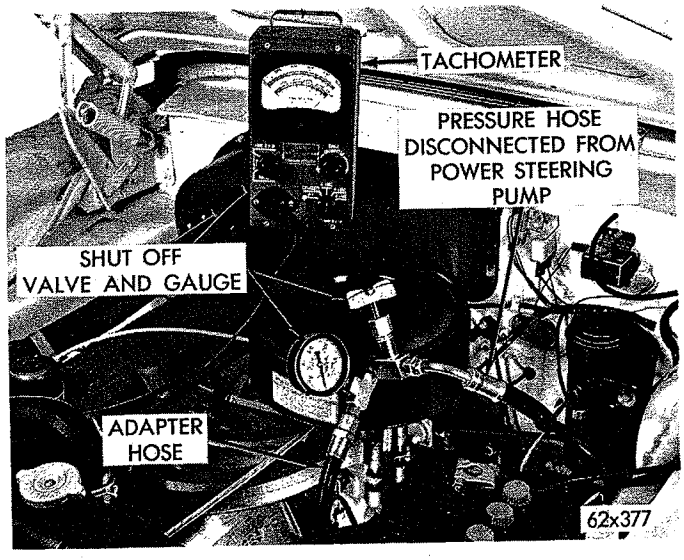

*Fig. 3—Pressure Test*
(1) Measure pump belt tension. See "Cooling System," Group 7.
(2) Disconnect pressure hose at pump and in its place install the adapter fitting and test hose C-3388. Connect pressure hose, from steering gear, to shut off valve of test hose (Fig. 3).
(3) Remove oil reservoir cap and place a thermometer, with a range of 200°F. in oil.
(4) Install a tachometer and operate engine 500 RPM. Inspect and correct pump fluid level if necessary.
(5) Expel all air from unit by turning steering wheel to full right turn and back to full left turn several times and recheck oil level.
(6) With engine running at 500 rpm and no steering effort applied, oil temperature at 150-170 degrees, pressure gauge should read less than 100 psi. If pressure is higher inspect hoses for kinking or obstructions and steering gear for restrictions.
(7) Increase engine speed to 1000 rpm and slowly close valve. With valve fully closed, pump pressure should be as listed under "Specifications."
(8) If pressure is higher or lower than shown in "Specifications" relief valve could be faulty. Replace valve with a valve known to be good and repeat test. If pressures are still below the minimum, disassemble pump and inspect flow control valve for fouling and rotating parts for unusual wear.
(9) If pressure is correct, open valve fully and operate steering unit through another cycle, holding steering wheel at extreme travel in each direction while watching pressure gauge. Unequal gauge readings indicate internal leakage in steering gear unit. Do not hold gear in either extreme position for more than a few seconds.
(2) With test hose and pressure gauge connected as in preceeding pressure test (Fig. 3) open valve fully.